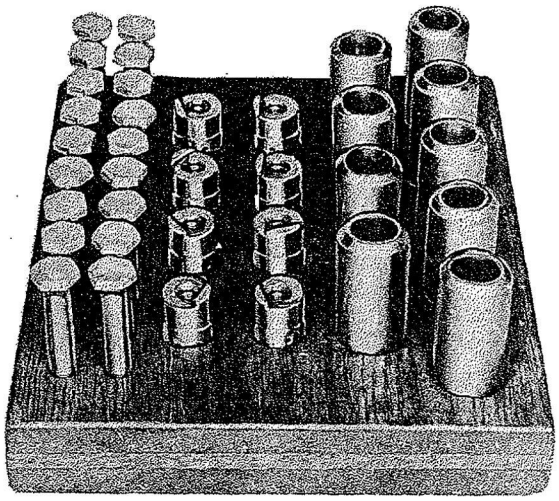

Figure 78—Piston Pin and Knuckle Pin Rack
a. Remove the piston pins. When the piston pin is a tight fit in the piston, use the piston pin removing tool (Tool No. 804868). Place piston pins in rack similar to that shown in Figure 78.